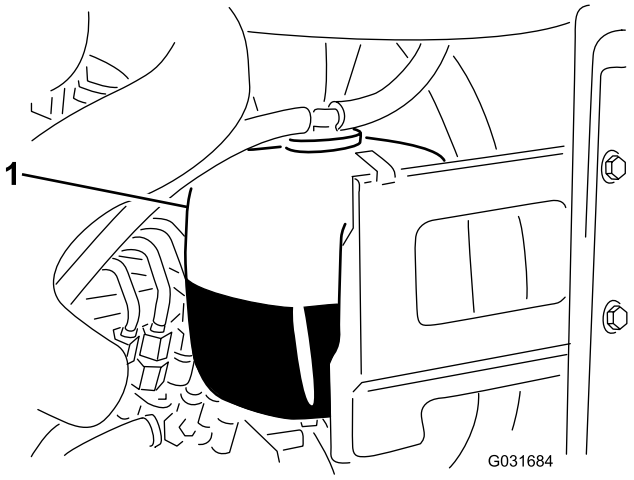

Figur 49
1. Kontrollera kylvätskenivån i expansionstanken (Figur 49).